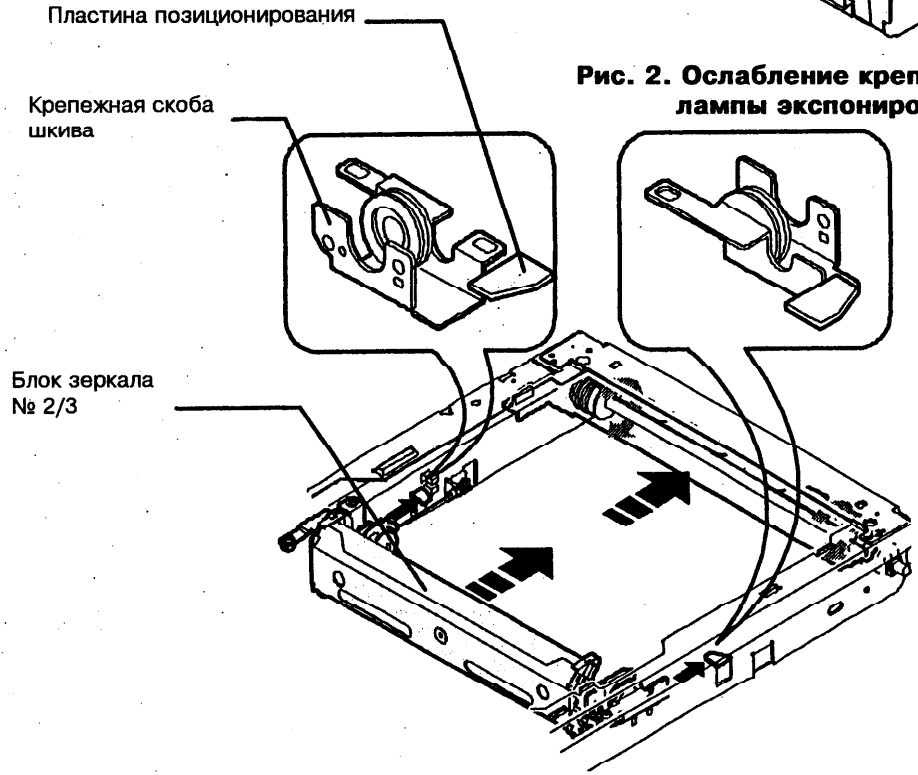

Рис. 3. Выравнивание каретки зеркала № 2/3
3. (Рис.3): Вращая шкив привода, переместите каретку зеркала № 2/3 так, чтобы крепежные скобы шкива каретки коснулись позиционирующих пластин.
4. (Рис. 3): Проследите, что касание происходит одновременно с обеих сторон. Если это не так, то переходите к следующему этапу.